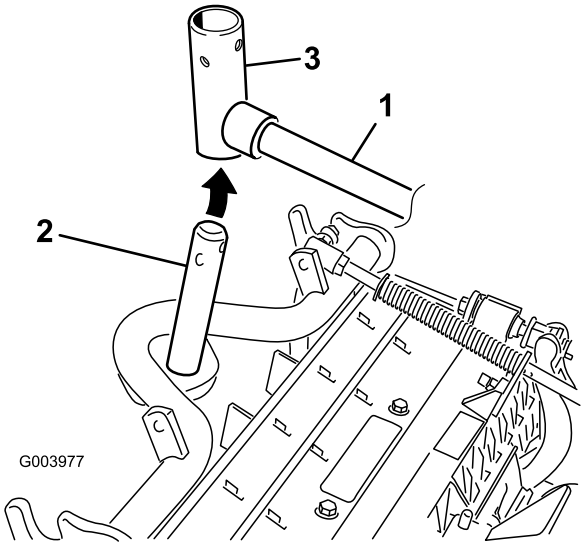

Figur 10
8. For de fremre klippeenhetene skyver du en klippeenhet under løftearmen mens du fører bærerammen inn i løftearmens dreiegaffel (Figur 10).
B. Før inn løftearmens dreiegaffel i bærerammeakselen (Figur 10).